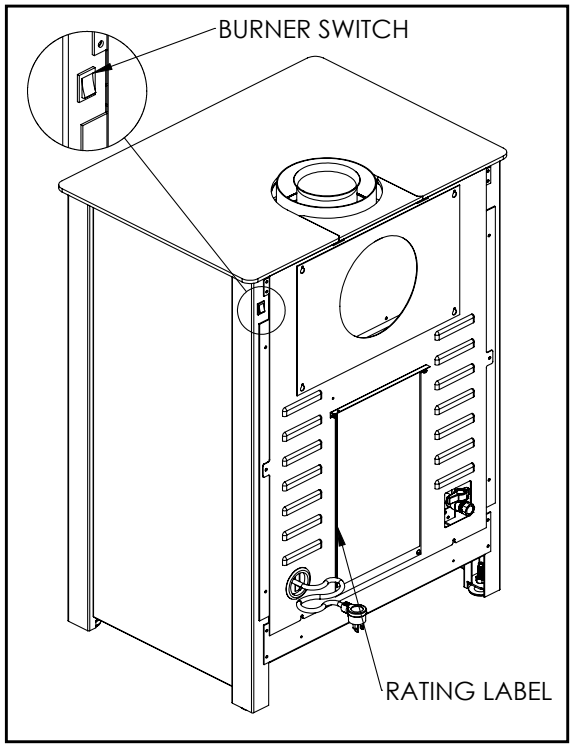

**Figure 6. Burner Switch and Rating Plate**
The rating label and lighting instructions are located on the backside of the Stove (Figure 6).
C) Flip the burner switch, located at the top right rear of the S20, to ON (see Figure 6).